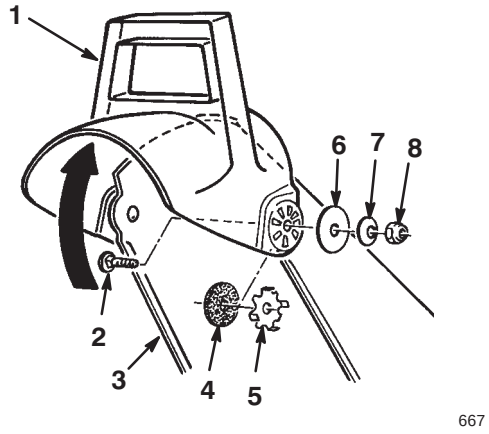

Figur 16
2. Fest avlederens venstre side til utløpssjakten ved hjelp av delene som er vist i figur 16.